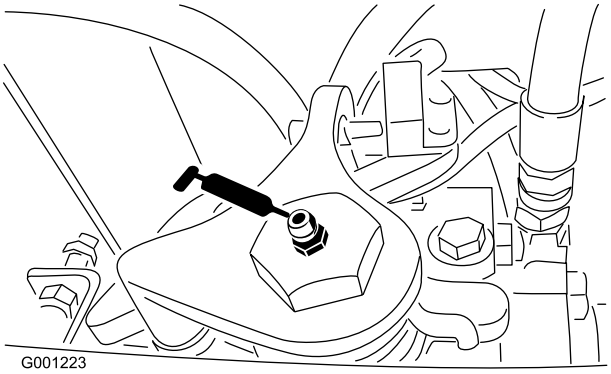

Figur 41
- Transmissionens neutralaxel (Figur 41)